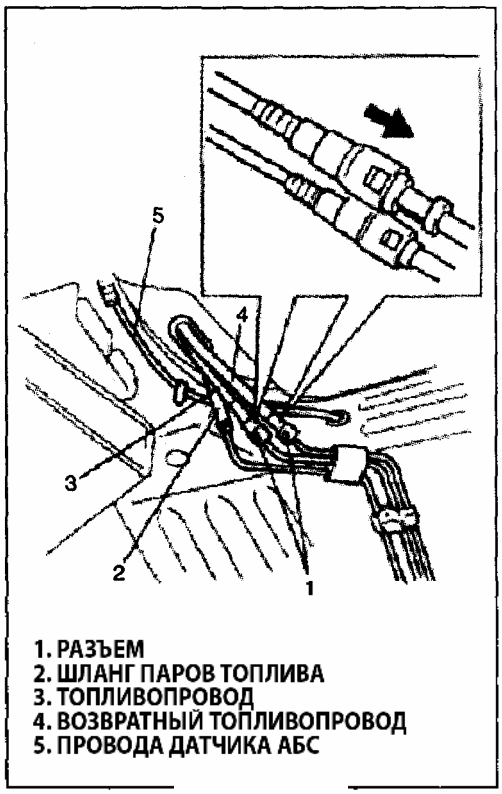

Рис. 338
4) Подсоедините топливопровод, шланг паров топлива и возвратный топливопровод как показано на рисунке (Рис. 338).